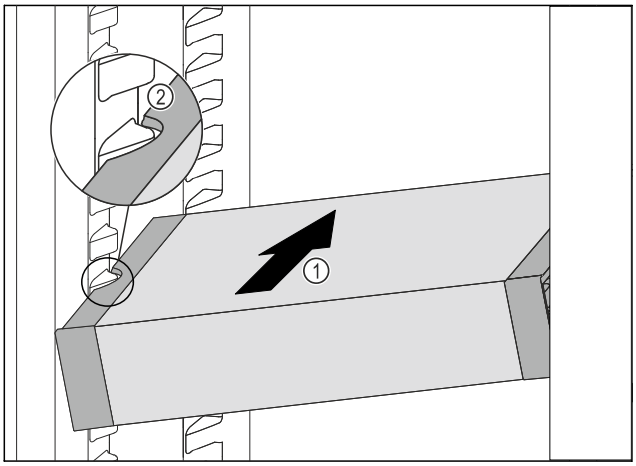

Fig. 104
▶ Împingeți VarioSafe oblic în frigider *Fig. 104 (1)*, până când degajările laterale *Fig. 104 (2)* ale VarioSafese află la înăl-țimea nervurii recipientului din frigider.